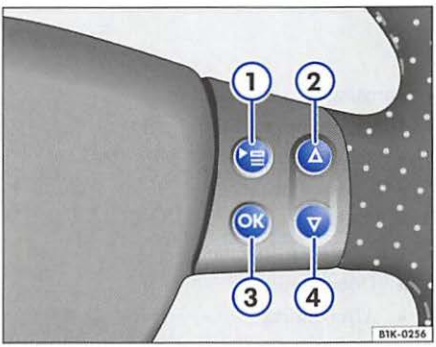

Fig. 9 Multifunction steering wheel: right side
– Press the button ⊡ on the multi-function steering ⇒ fig. 9 ① until the **Settings** menu is displayed.